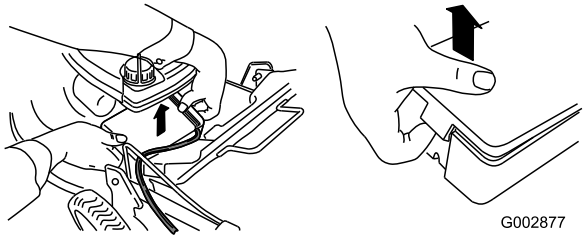

Figur 38
1. Løsne begge endene av batteriet og fjern det (Figur 38).